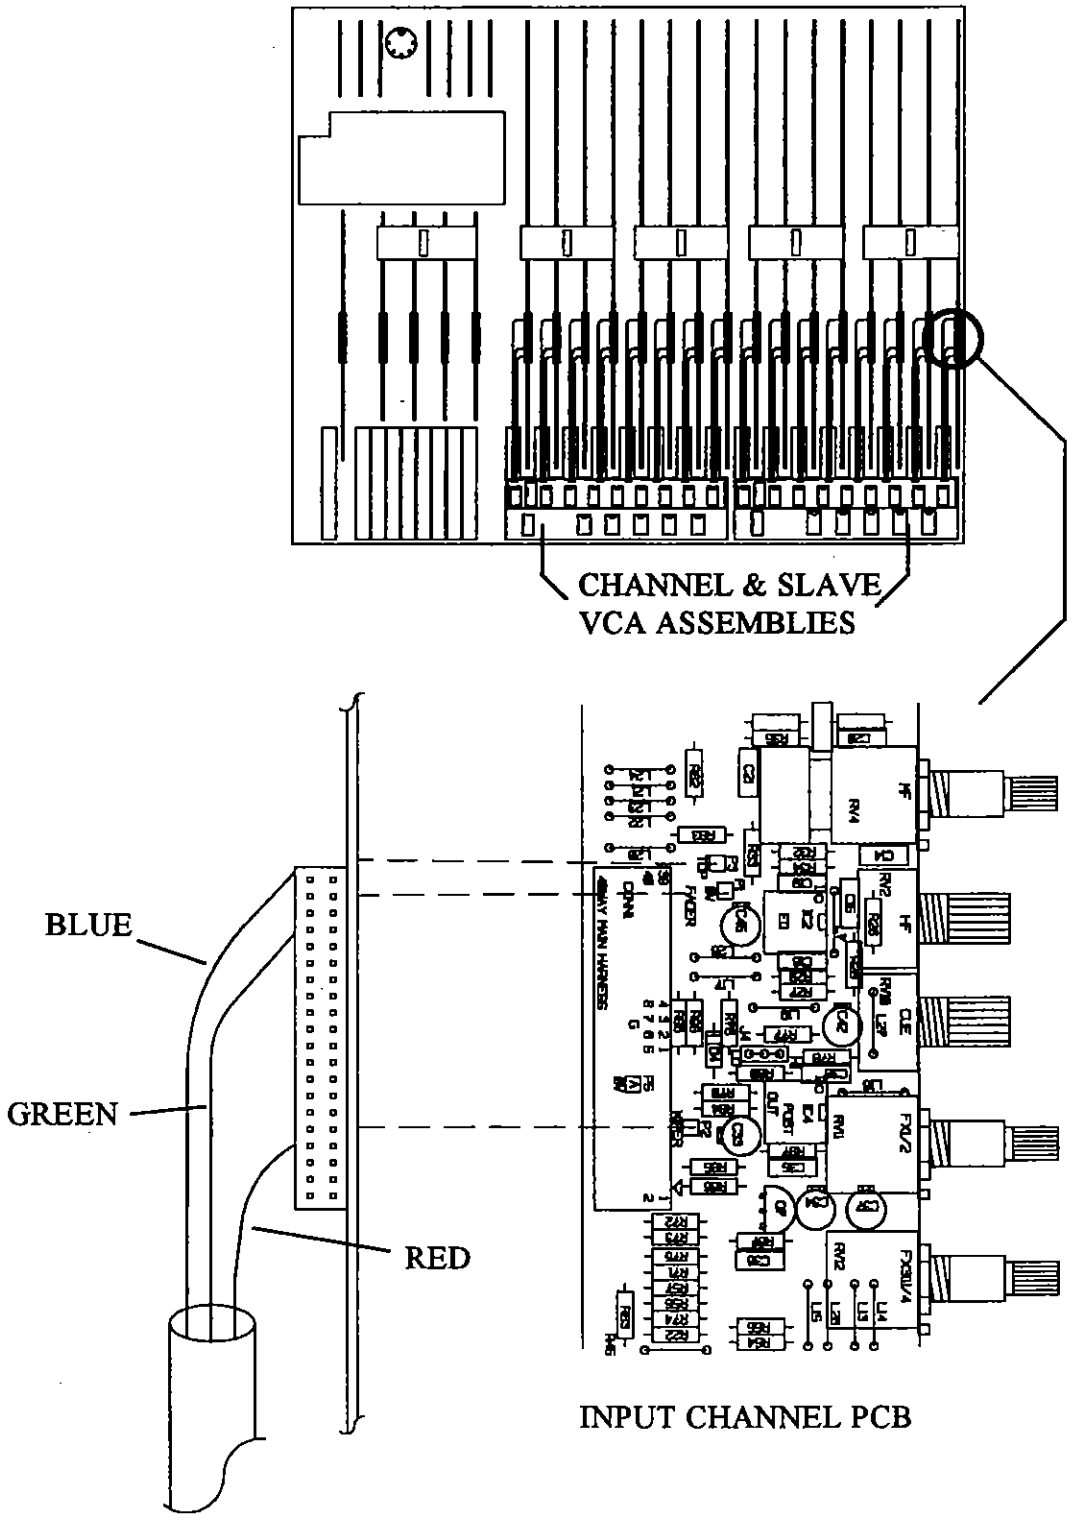

Fig. 9.
3. Unpack the Channel VCA PCBs (PCB No: AG0315) from the kit. Rest them on the VCA Slave PCBs for now. Solder the Red, Green & Blue wires from the Channel VCA PCBs into the Input Channel PCBs as shown, *see Fig. 9.*